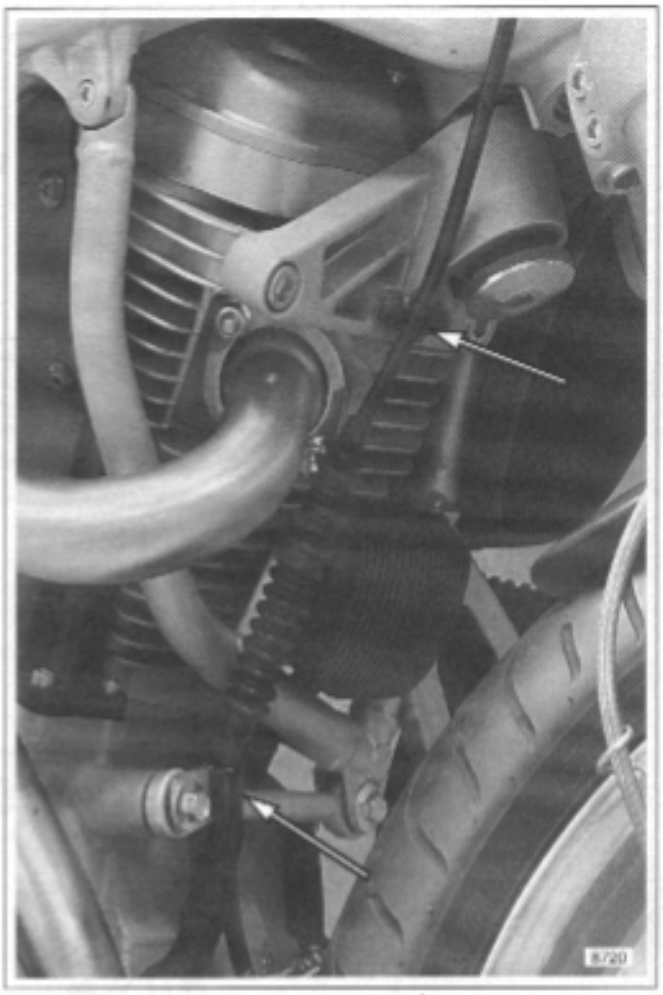

Figure 3-5. Clutch Cable Retaining Clamps
17. See Figure 3-5. Disconnect clutch cable.